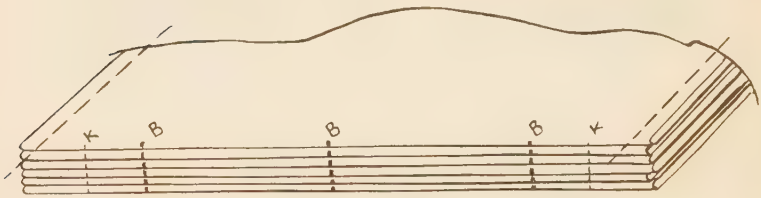

Fig. 233—Marking Diagram for Sawing-out Back of Sections for Sewing
4. *Mark-up* the back of book for hand sewing. As this is a small book $6\frac{1}{4}''$ long (after trimming) three bands and two kettle-stitches each $\frac{1}{2}''$ away from top and bottom stitches and ends of book will be sufficient. (Fig. 233.)